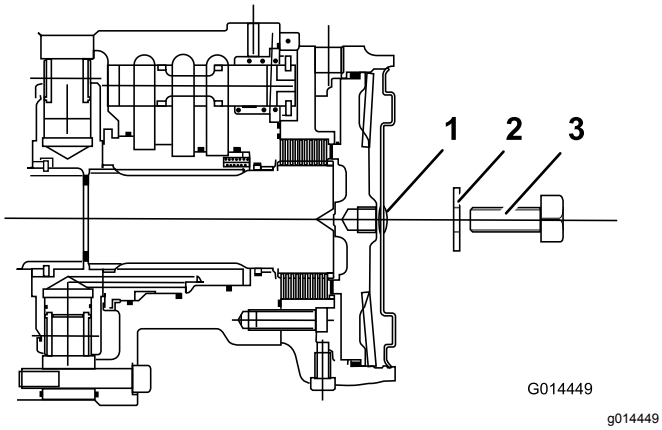

**Figuur 45**
5. Draai de stelschroef vast in het draadgat in de remzuiger totdat de rem is uitgezet (Figuur 45).
6. Ga naar de remschijf op het linker voorwiel en herhaal bovenstaande procedure (Figuur 45).